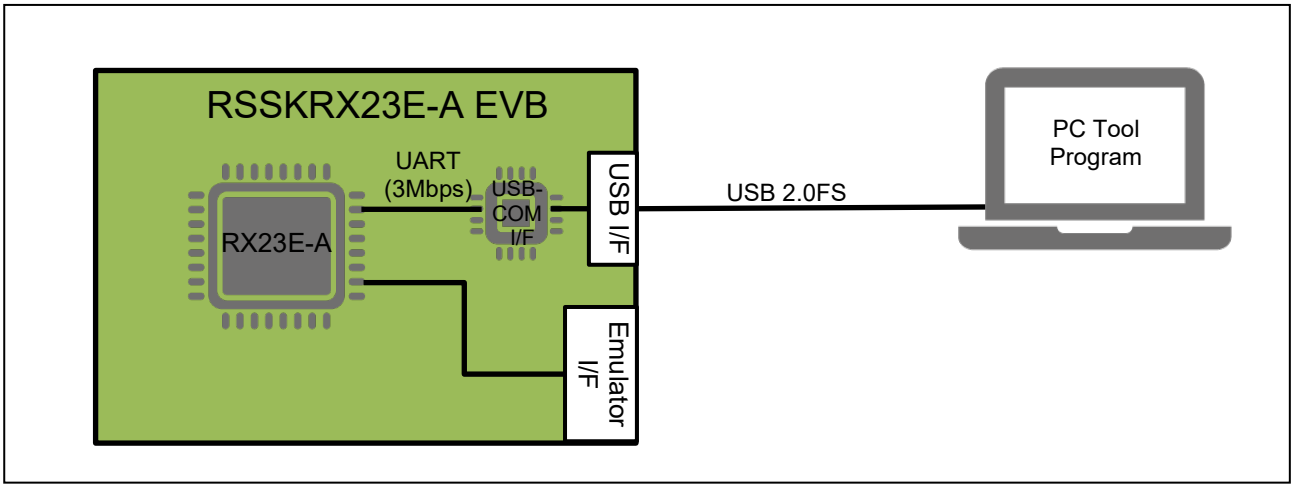

図 2-2 システム接続図
1. PC と EVB を USB ケーブルで接続してください。図 2-2 に接続図を示します。ボードの設定は「RSSKRX23E-A ユーザーズマニュアル ボード編」を参照下さい。